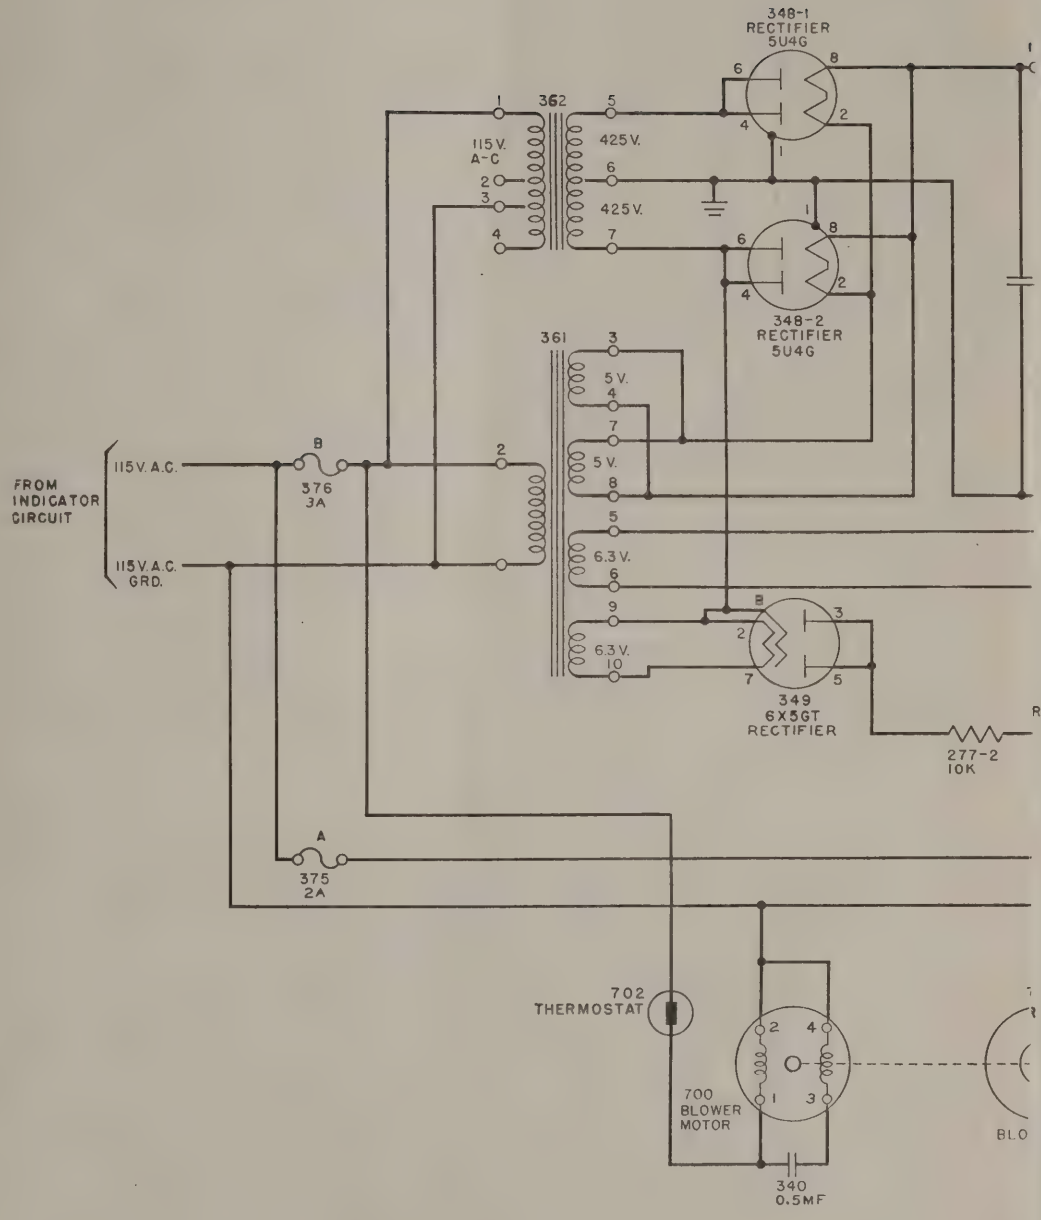

Figure 57. Indicator Unit ID-16/TPS-1A, rectifier circuits, complete schematic diagram.
a. Three rectifiers for providing the necessary d-c voltages are contained in the indicator unit and are shown schematically in figure 57. Rectifier tubes 348-1 and 348-2 (fig. 58) supplied by transformer 362 constitute a full-wave rectifier producing +500 volts direct current. The filter composed of inductor 367 and capacitors 339-1 and 339-2 reduces radio interference. The drop across resistor 271 produces